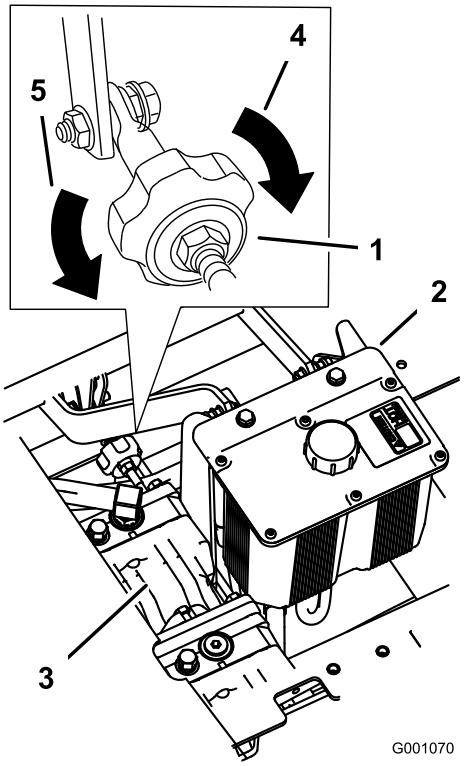

**Figuur 42**
4. Als de machine naar links trekt, draait u de knop naar de rechterkant van de machine. Zie Figuur 42.
5. Als de machine naar rechts trekt, draait u de knop naar de linkerkant van de machine. Zie Figuur 42.